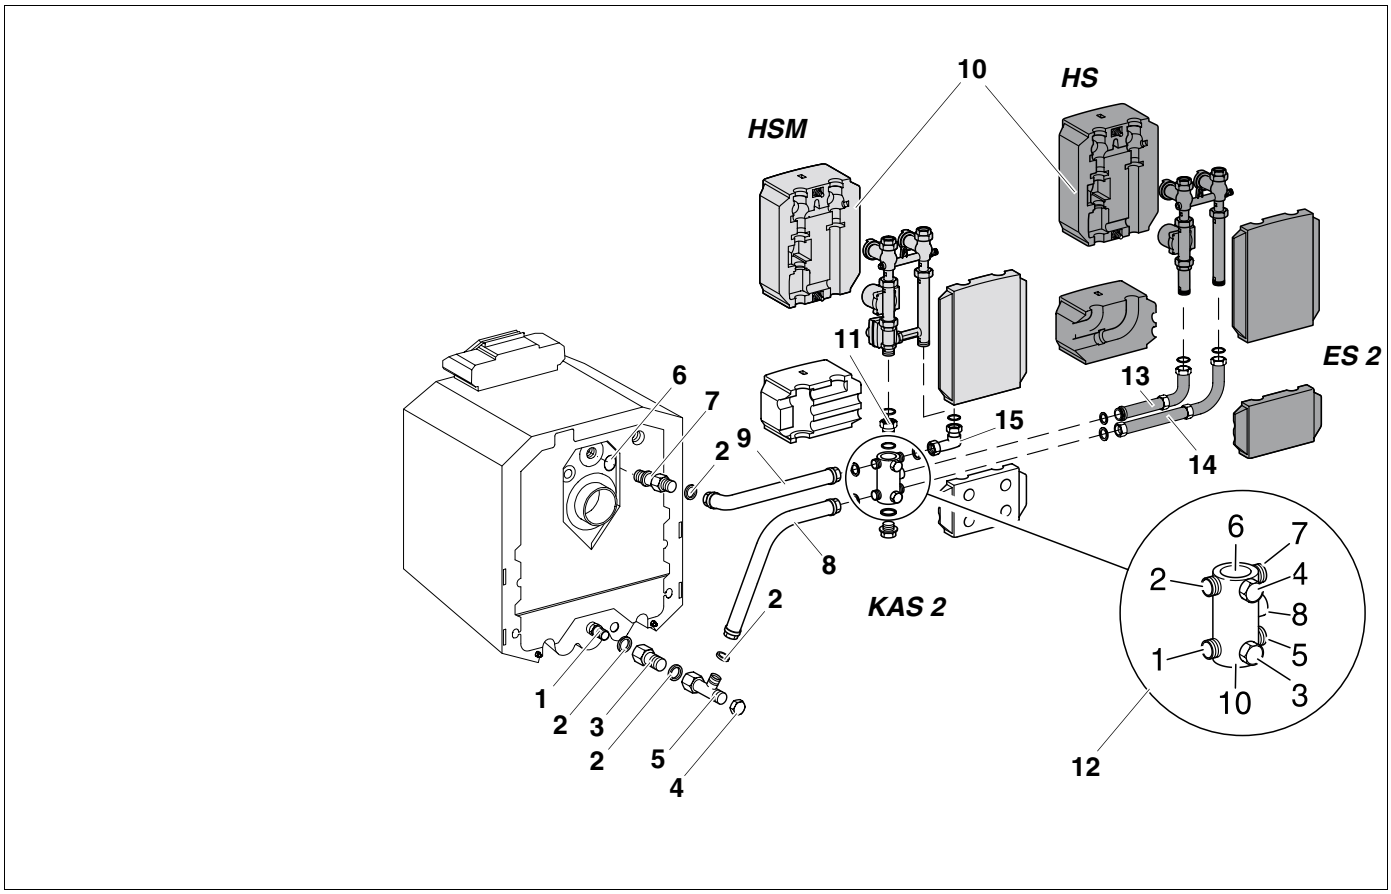

Afb. 5 Zijdelings haaks, links van de ketel
Legende voor afb. 5
- Schroef de pompgroep met (HSM) of zonder mengklep (HS) volgens afb. 5 vast.
- Monteer de bocht aan de dichting (lange been) (afb. 5).
- Plaats de dichting volgens afb. 5 in de schroefkoppeling van het tussenstuk (**14**) en schroef het tussenstuk op het vertrek nr. 5 van de multifunctionele verdeler.
- Monteer de bocht met dichting (korte been) (afb. 5).